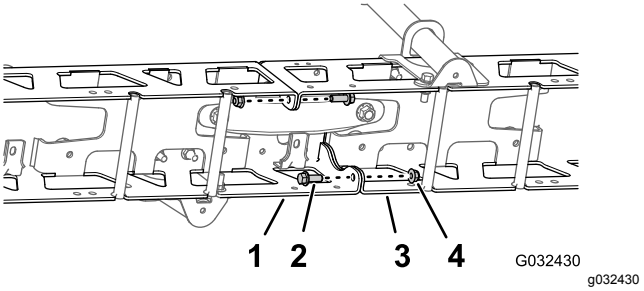

Figur 50
1. Fjern de to flenshodeboltene (3/8 x 1 tomme) og to låsemutterne (3/8 tomme) som fester de vertikale flensene til venstre og høyre støtterammer (Figur 50).